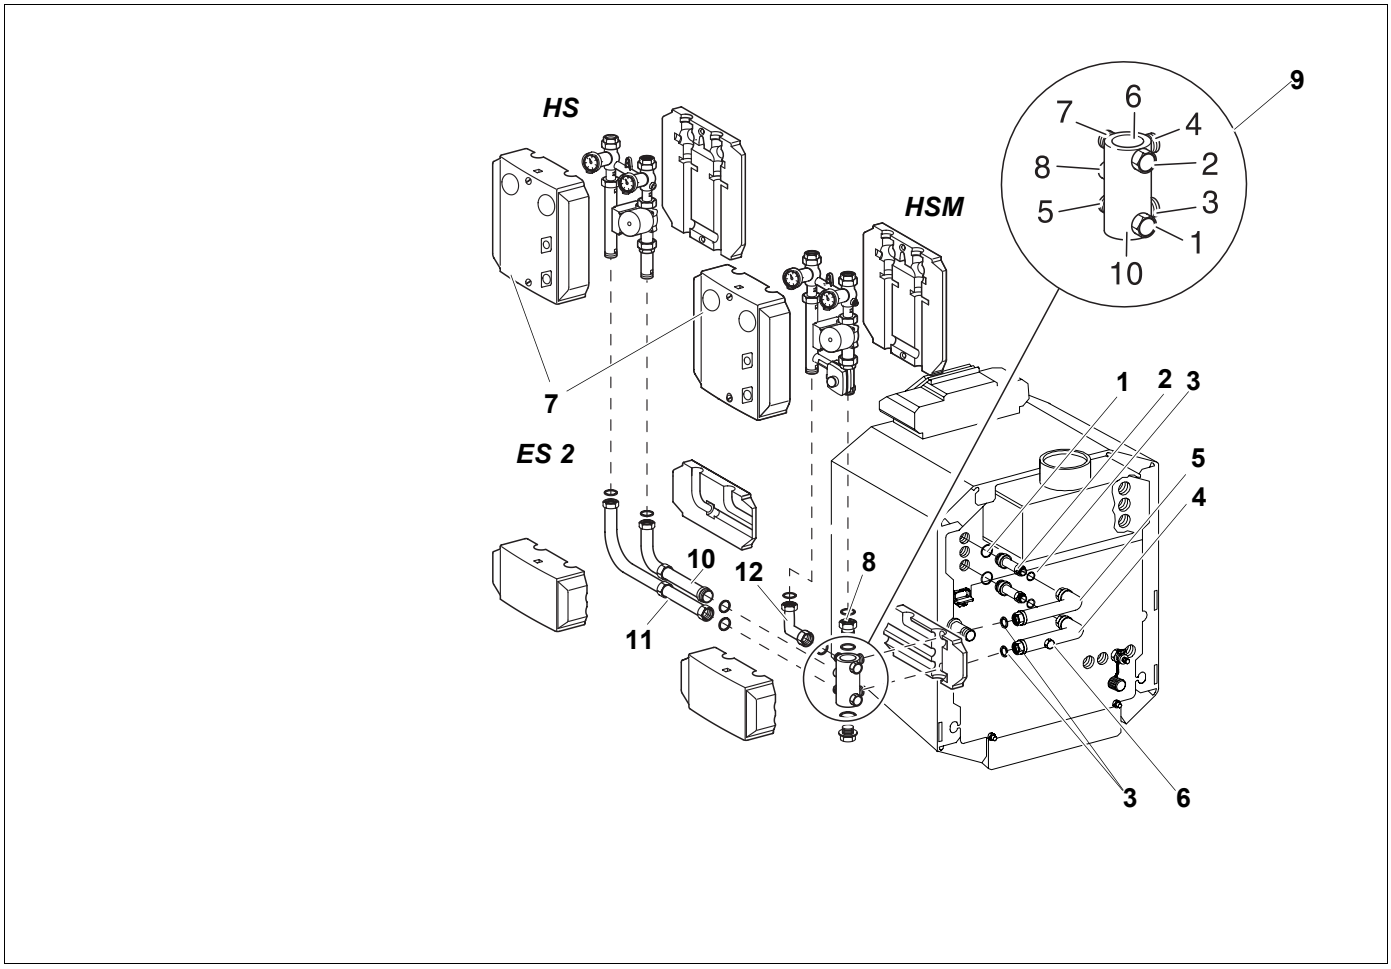

Рис. 12 Боковое подключение, правое параллельное исполнение
Экспликация к рис. 12
- Установить уплотнение (3) в соответствии с рис. 12 в промежуточный элемент (11) и прикрутить промежуточный элемент к отводу N 5 на многофункциональном коллекторе.
- Установить отвод трубопровода с уплотнением (3) (короткой стороной) (рис. 12).
- Прикрутить комплект подключения отопительного контура со смесителем (HSM) или без смесителя (HS) согласно рис. 12.